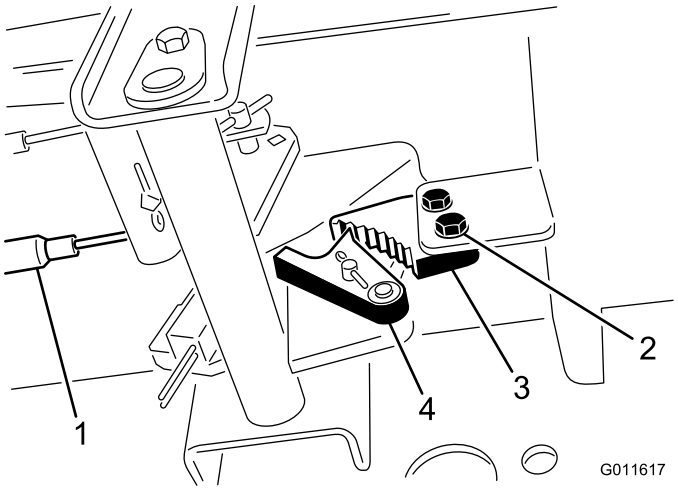

Figur 48
1. Lossa de två skruvar som håller fast parkeringsbromsens spärrhake på ramen (Figur 48).
2. Tryck parkeringsbromspedalen framåt tills bromsspärren griper in helt i parkeringsbromsens spärrhake (Figur 48).